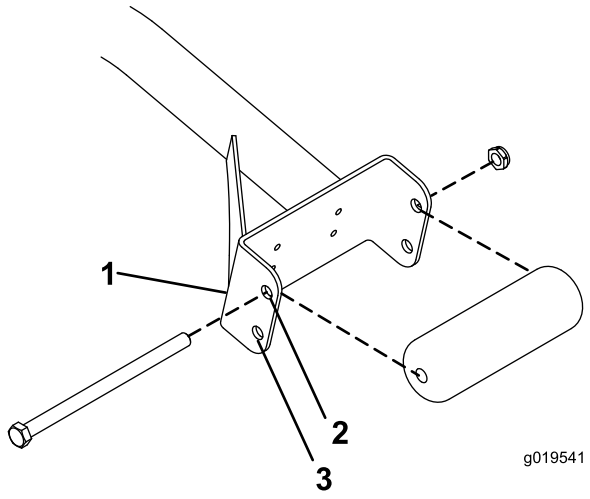

Figure 3
- If using 27 inch cutting units, install the rollers in the upper mounting holes of support assembly channels (Figure 3).
- If using 32 inch cutting units, install the rollers in the lower mounting holes of support assembly channels (Figure 3).